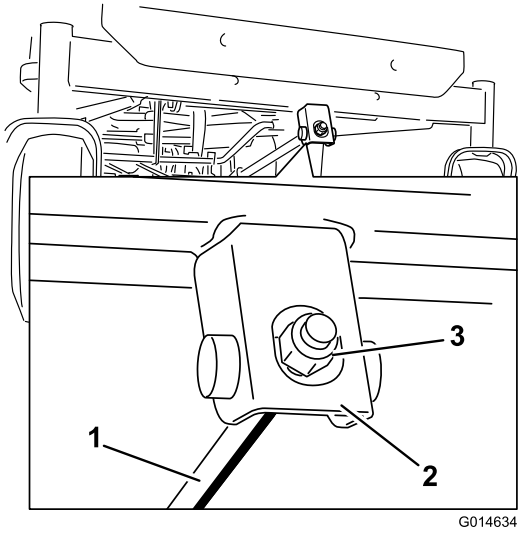

Figur 66
6. Vrid på justeringsmuttern framtill på klipparen för att justera knivens främre-bakre lutning (Figur 66).